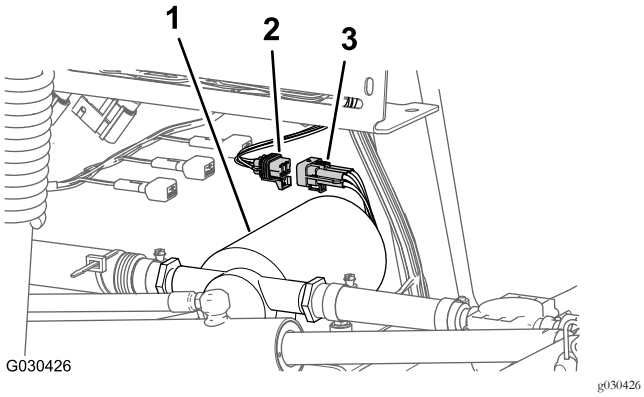

Figura 8
2. Desconecte el conector de 6 pines del arnés de cables de la bomba de enjuague del conector hembra de 6 vías del arnés de cables trasero (Figura 8).